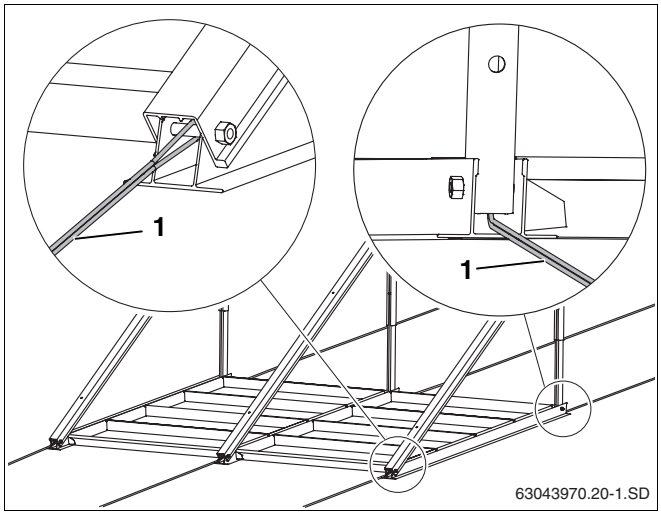

Afb. 28 Staander voor plat dak met bevestigingskoorden
- Bevestig de collector bouwzijdig met ten minste 2 koorden (afb. 28, **pos. 1**) aan de schroeven van het onderste profiel en op een goed punt van het dak.